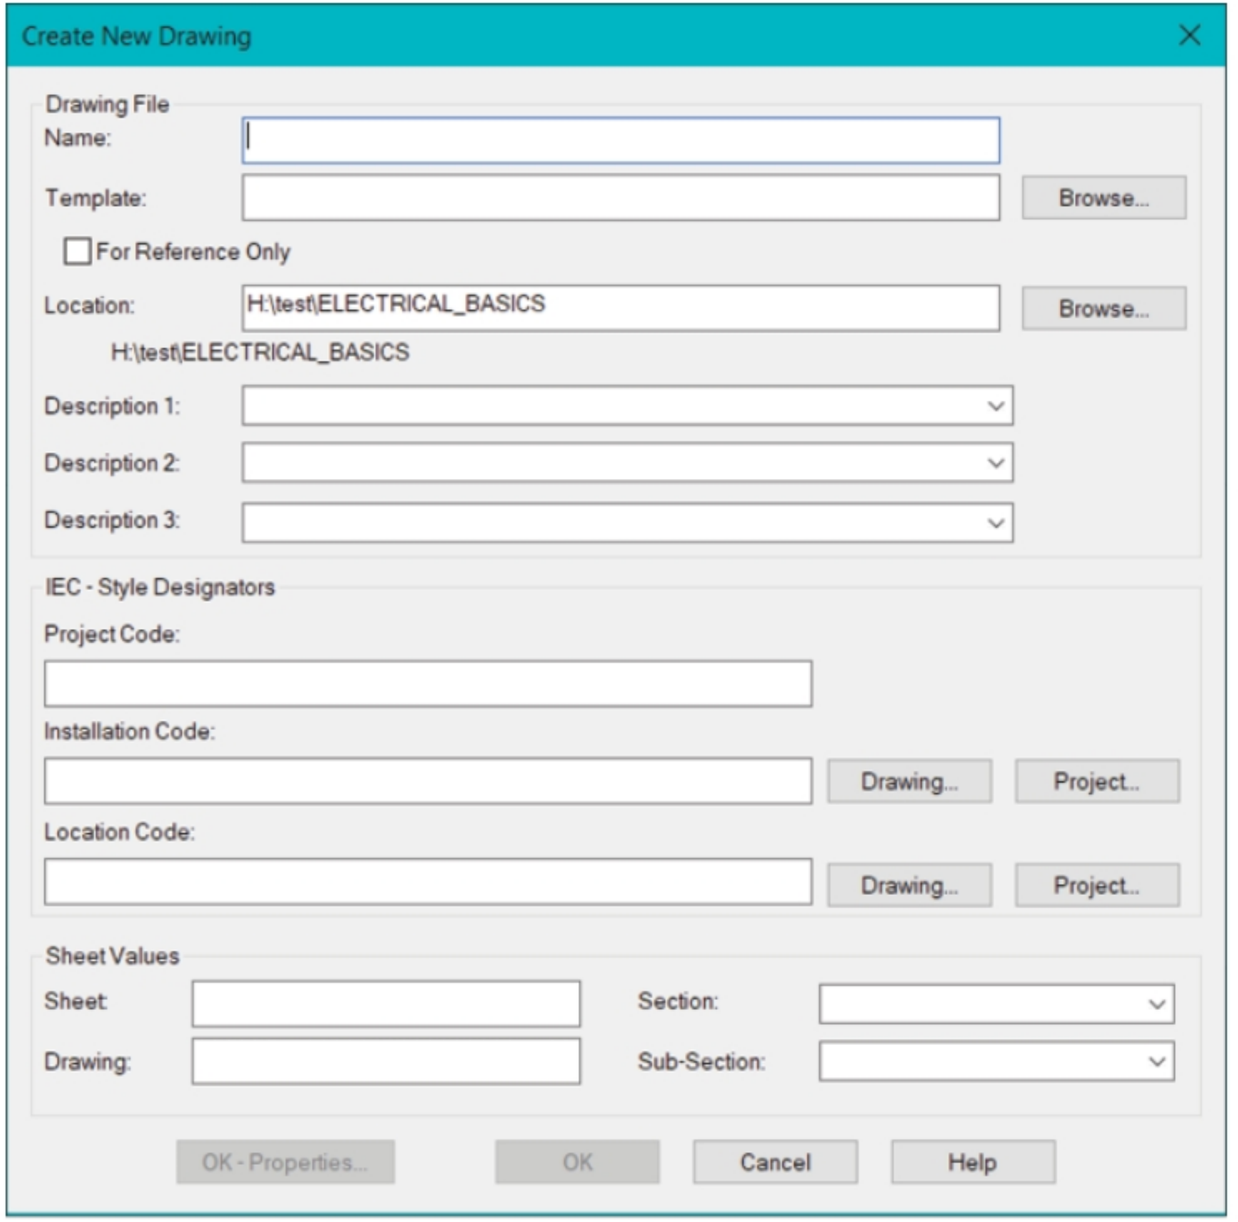

Figure-62. Create New Drawing dialog box
- Click on the **New Drawing** button. The **Create New Drawing** dialog box will be displayed; refer to Figure-62.